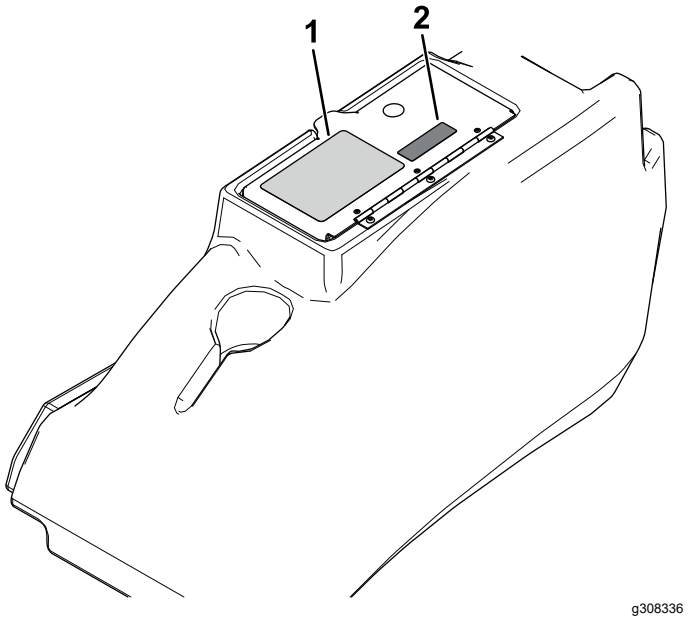

Figura 2
6. Applicate l'adesivo del sensore di pendenza vicino all'adesivo relativo alla stabilità della macchina sul coperchio del vano portaoggetti (Figura 2).